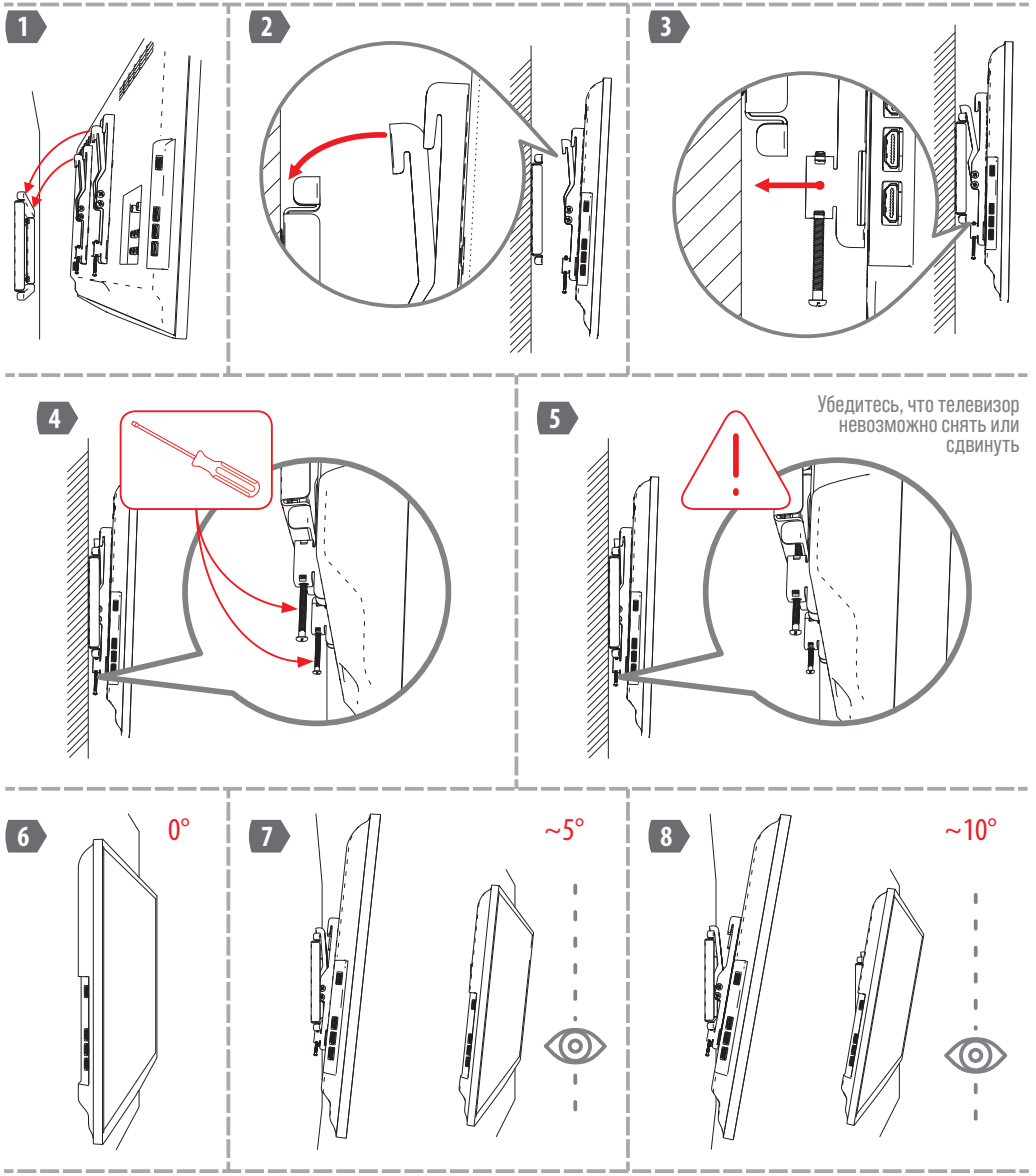

Рисунок 3. Установка телевизора на несущую панель и регулировка наклона.
4.5 Навесьте телевизор на несущую панель. Убедитесь, что оба держателя зацепились должным образом (см. рис. 3).